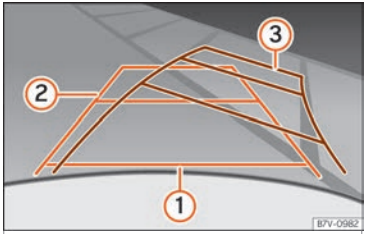

Fig. 255 Display: orientation lines for the parking space behind the vehicle
Meaning of orientation lines displayed on the screen ››› Fig. 255. All of the lengths of the orientation lines use a vehicle located on a horizontal surface as reference.
- Reverse slowly and turn the steering wheel so that the yellow orientation lines guide you towards the space ››› Fig. 255 ③.